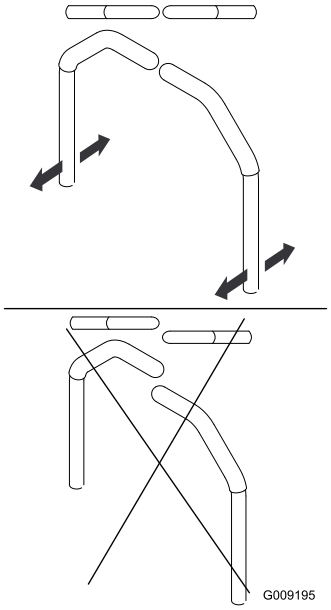

Figur 75
4. Innrett spakenes posisjon på langs ved å føre spakene sammen til nøytral stilling og skyve på dem til de er innrettet. Deretter kan du stramme til boltene (Figur 75).